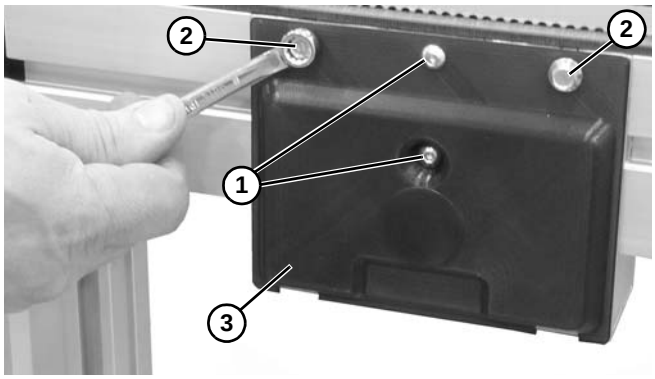

Figure 32
2. Remove button head screws **(Figure 32, item 1)**.
3. Remove hex flange screws **(Figure 32, item 2)** and mid drive cover **(Figure 32, item 3)**. Replace hex flange screws **(Figure 32, item 2)**, but do not tighten.